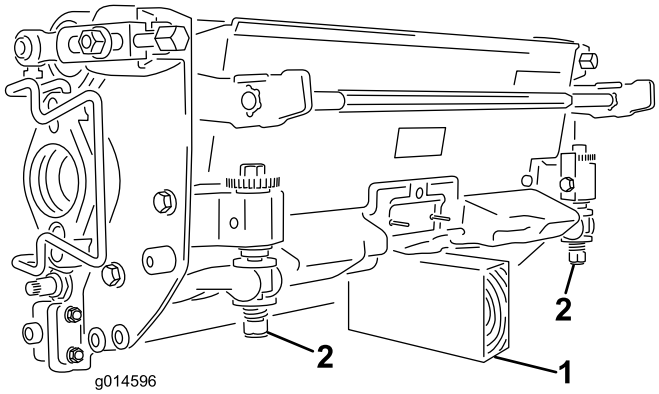

**Figur 28**
**Viktigt: Om du behöver tippa klippenheten ska du stötta upp klippenhetens bakdel så att muttrarna på underknivsstångens justerskruvar inte vilar mot arbetsytan (Figur 28).**